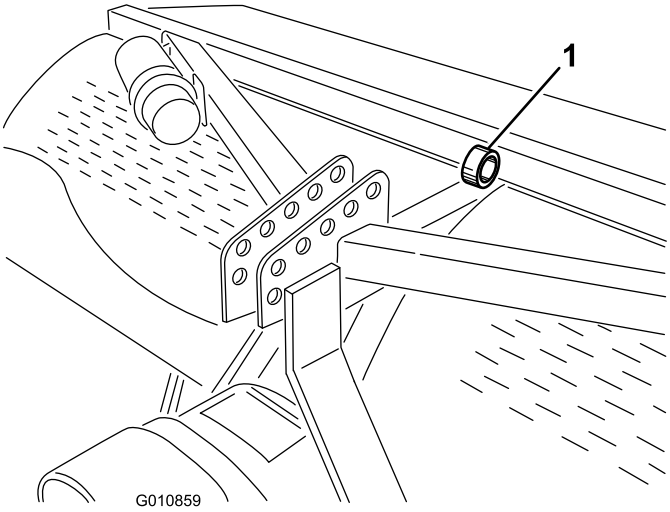

**Rysunek 42**
**Informacja:** Do podniesienia aeratora można użyć dźwignika. Użyj uszu na obudowach głowic wgłębnych jako punktów mocowania dźwignika (Rysunek 42). Upewnij się, że dźwignik posiada odpowiednią nośność. Sprawdź masę aeratora w tabeli specyfikacji.